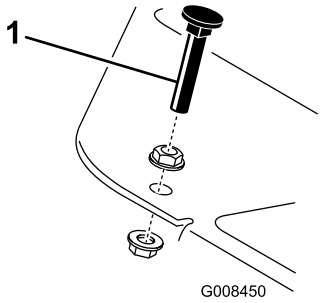

**Figur 43**
Tryk traktionspedalen ned. Hvis pedalen når stoppet (Figur 43), før stramning mærkes på kablet, er det nødvendigt med justering:
1. Løsn de låsemøtrikker på flangehovedet, der fastgør pedalstoppet til gulvpladen (Figur 43).